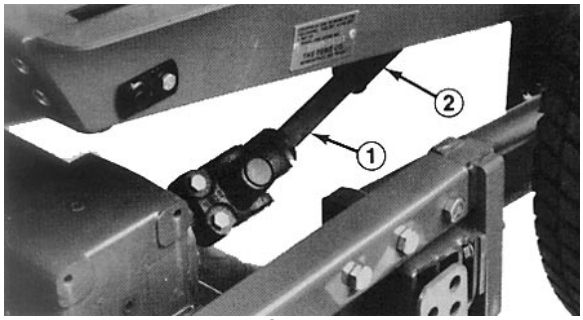

Fig. 10
5. Spegnere il motore e togliere l'apparato di taglio dal trattorino e dall'intelaiatura di trasporto, separando le sezioni maschio e femmina dell'albero della presa di forza (Fig. 10).